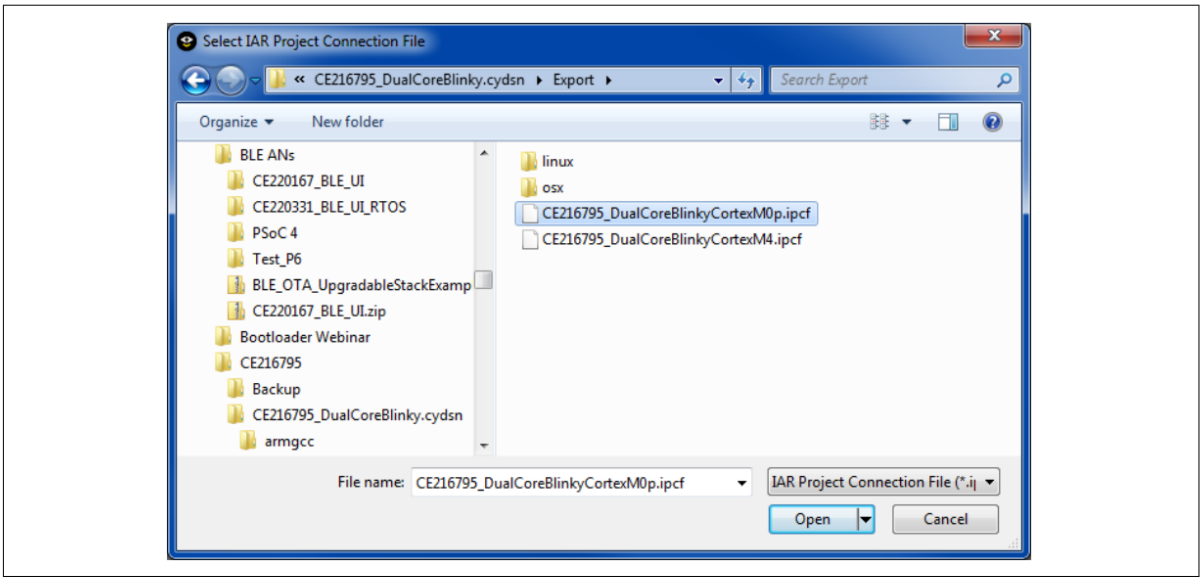

**図 33　　PSOC™ Creator プロジェクトエクスポートフォルダから IAR プロジェクト接続ファイルの選択**
**Tools > Options** を選択し、**Enable project connections** がチェックされていることを確認してください。**OK** をクリックしてください。次に、**Project > Add Project Connection...**を選択してください。次のダイアログで、**IAR Project Connection** を使用して接続を選択し、**OK** をクリックしてください。次に、図 33 に示すように...`CortexM0p.ipcf` ファイルを選択してください。**OK** をクリックすると、いくつかのフォルダとファイルが Workspace ウィンドウのプロジェクトに追加されます。
- `...CortexM4.ipcf` ファイルを選択してください。図 33 を参照してください。